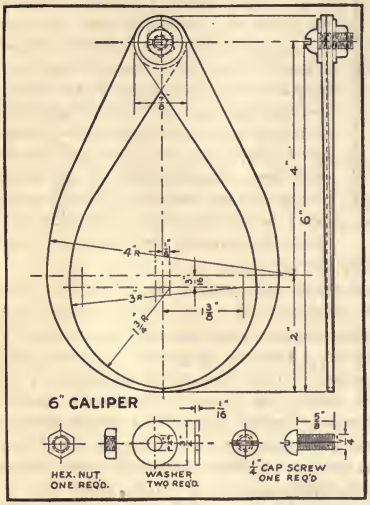

Fig. 48.
27. The machinist's 6″ outside caliper is a very handy tool in several departments of the school, and is a very good addition to the young mechanic's tool kit. Inside calipers and dividers could be similarly constructed and are very convenient in a set of tools. This project requires careful lay-out work and, unless care is taken in cutting out the legs of the caliper, they will straighten out somewhat and the shape be injured. If a size different than the one given here (Fig. 48) is desired, work out a complete drawing of the size desired. Transfer the design to the metal from the drawing or pattern. In constructing this caliper, follow the dimensions closely and make the layout accurately.